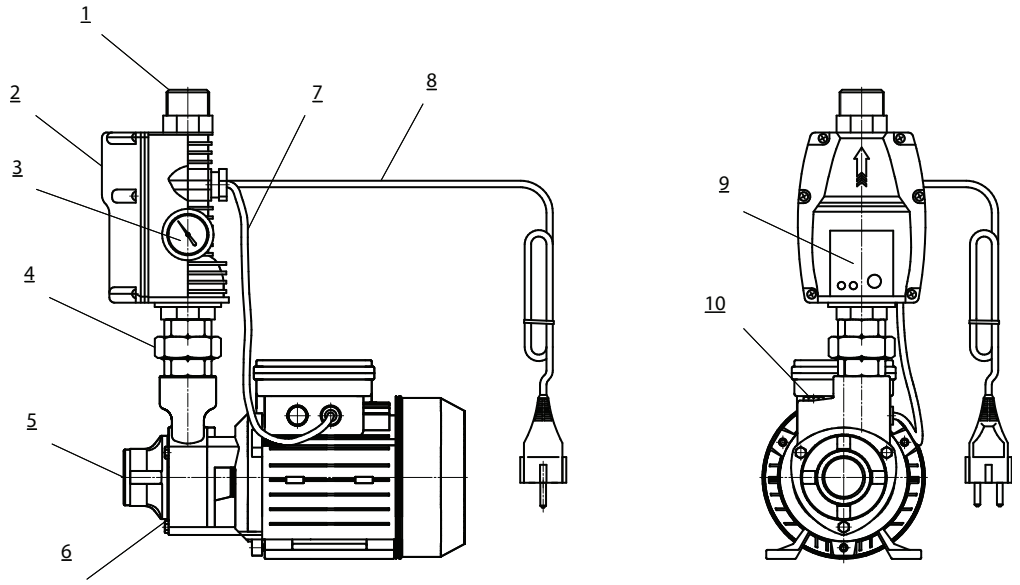

рис.5.1. общий вид станции насосной AU MRS/E.
5.3. Общий вид станции на примере модели AUMRS/E приведен на рис.5.1.